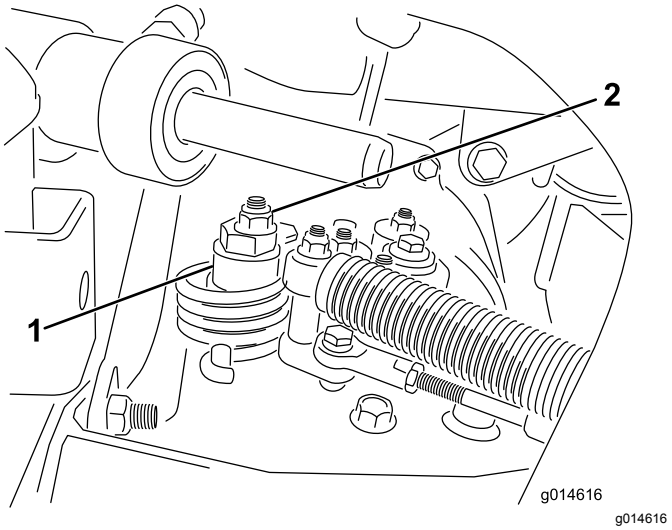

Figuur 34
A. Draai de moer los waarmee de excentriek is bevestigd aan de bovenkant van de hydrostaat (Figuur 34).
C. Draai aan de excentriek totdat de machine niet meer naar voren of naar achteren kruipt. Als het wielen niet meer draaien, zet u de moer vast waarmee de excentriek en de afstelling worden geborgd (Figuur 34). Controleer de instelling met de gashendel op LANGZAAM en op SNEL.